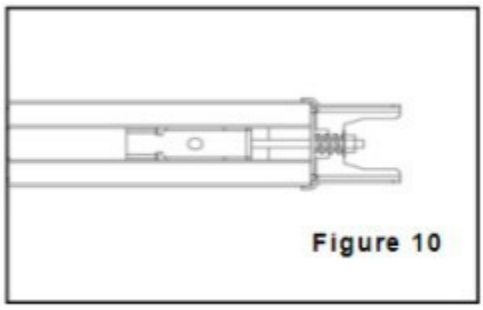

Figure 10
- Dokręć nakrętkę we właściwej pozycji, jak pokazano na Rys. 10, przeciąć plastikową taśmę, przeciąć plastikową nitkę na kole zębatym, cała szyna gotowa.